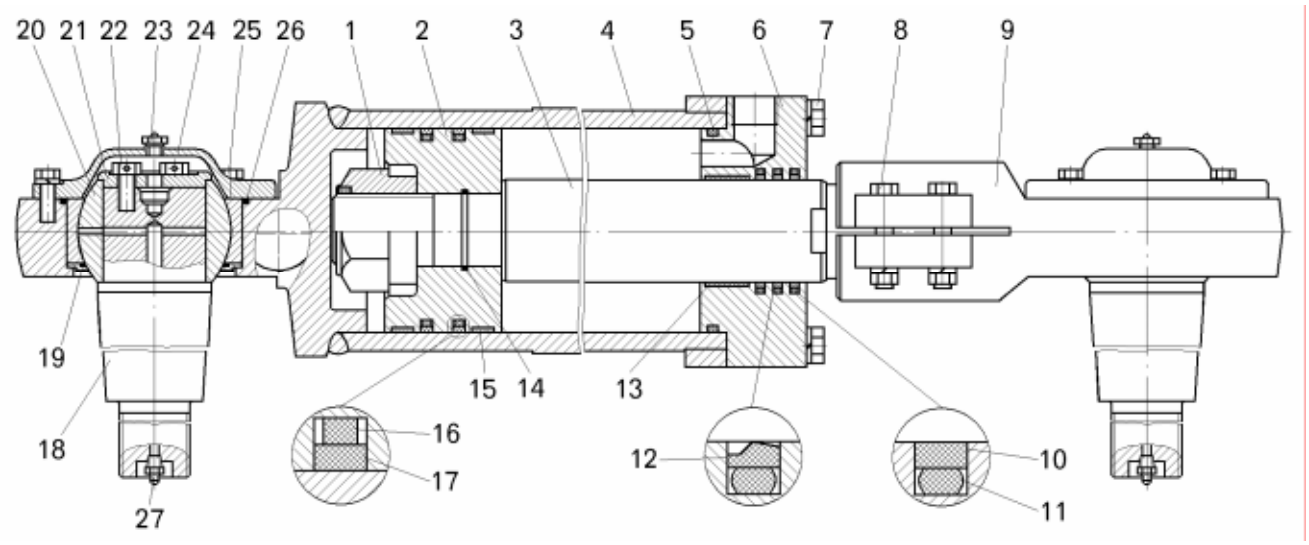

Рисунок 9.12 – Цилиндр поворота:
– отвернуть болты 7 (рисунок 9.12) крепления передней крышки 6 гидравлического цилиндра поворота;